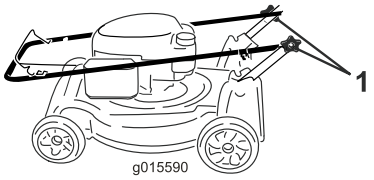

Figur 33
1. Lossa handtagsreglagen tills du kan röra handtaget fritt (Figur 33).
1. Handtagsreglage (2)
2. För handtaget framåt enligt Figur 33.